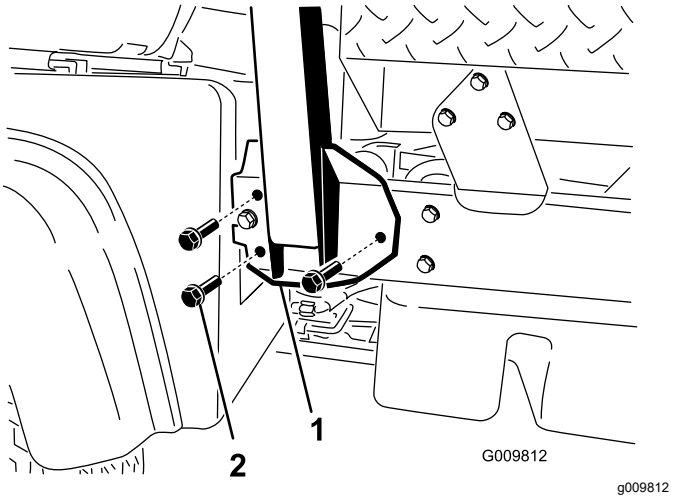

Figur 4
1. Placer hver side af styrtbøjlen ud for monteringshullerne i hver side af køretøjets stel, som vist i Figur 4.